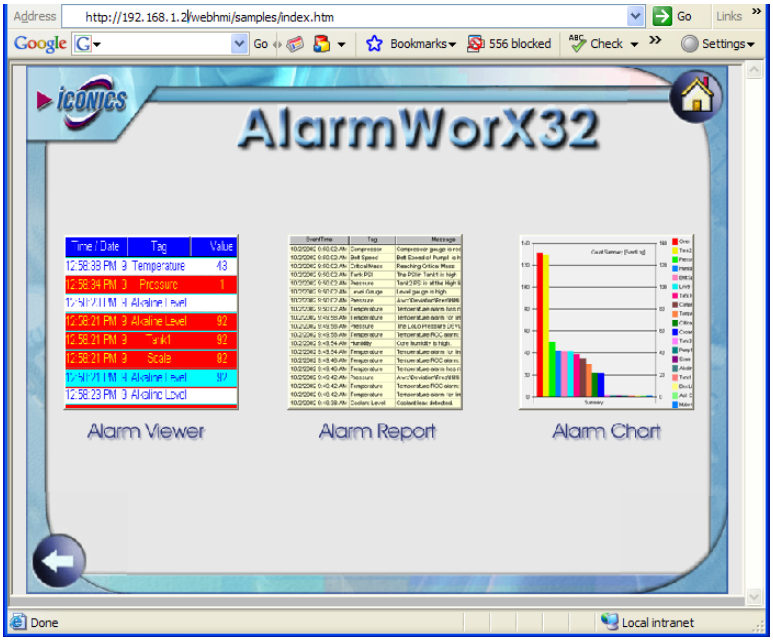

Figure L8.21: WebHMI AlarmWorX32 Sample Page
22. Hit the back arrow button at the bottom left-hand corner of the screen to return to the **Default Samples** page. This time click the **AlarmWorX32** link to view the display shown in **Figure L8.21.**